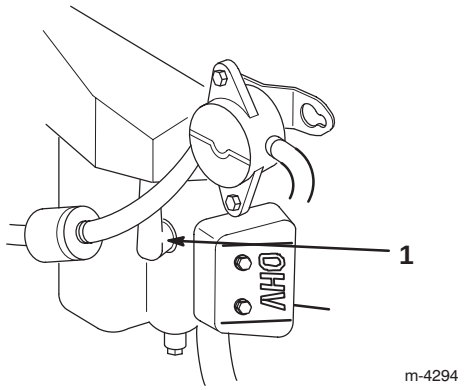

Figure 31
3. Disconnect the wires from the spark plugs (Fig. 31).
3. Connect the wires to the spark plugs (Fig. 31).